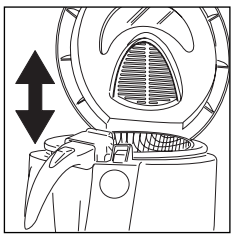

fig. 3
- Remove the basket by pulling the handleupwards (fig. 3).